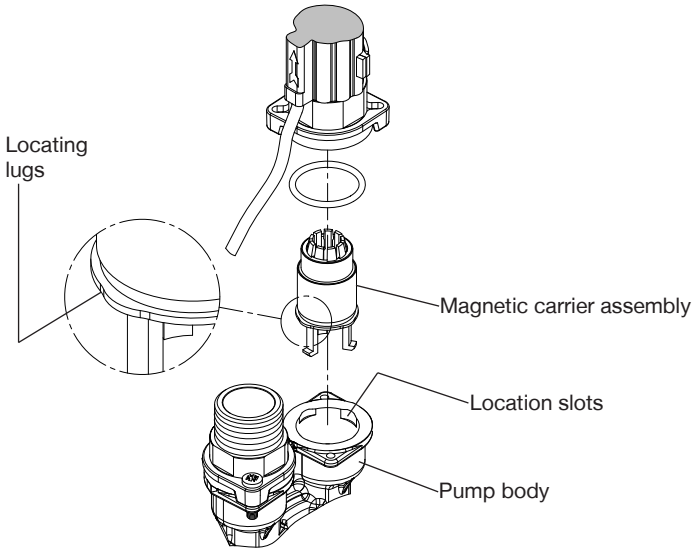
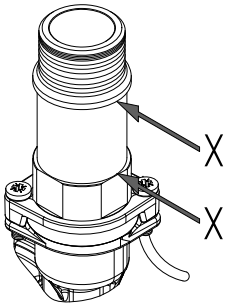

Fig. 2
Fig. 4
Note: Magnet carrier and flow switch adaptor may separate from flow switch body during disassembly as shown in Fig. 2.
- Upon reassembly ensure the locating ‘lugs’ of the magnet carrier assembly, locate accordingly with the corresponding location slots in the pump body (Fig 2).
- Secure manifold clamp screws, to a torque of 1.5 Nm (item 2).
- For correct operation of the flow switch, the reed must be secured to the body (Fig. 4).
- Locate the reed switch within the body groove as highlighted X-X (Fig. 4), and feed the tie wrap through the second catch.